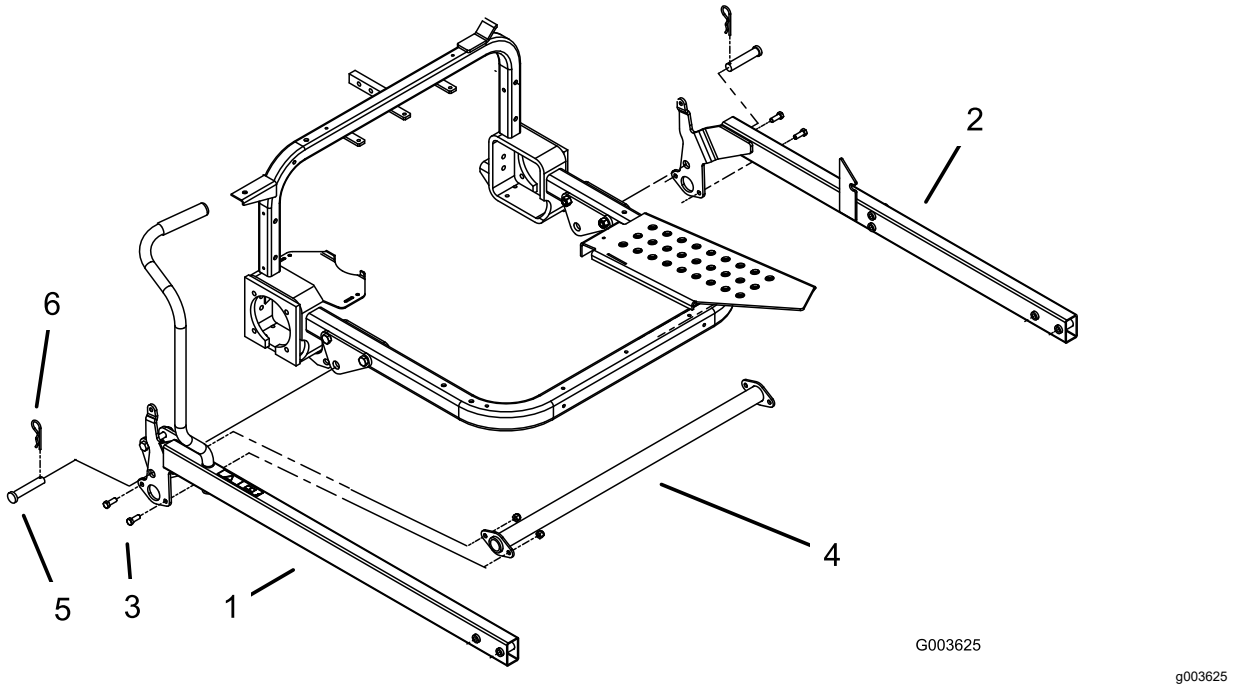

Figura 11
1. Poziionai braele de ridicare astfel încât orificiul de montare al fiecărui bra de ridicare să se alinieze cu orificiile din suporturile de montare (Figura 11).
2. Fixai braul de ridicare din dreapta pe suportul de montare cu un cui spintecat i un tift în formă de agrafă (Figura 11).
3. Instalai, fără a strânge, un capăt al tubului de torsiune pe braul de ridicare din dreapta cu 2 uruburi (⅜ x 1") i contrapiulie (⅜"); consultai Figura 11.
4. Fixai braul de ridicare din stânga pe suportul de montare cu un cui spintecat i un tift în formă de agrafă (Figura 11).
5. Instalai, fără a strânge, celălalt capăt al tubului de torsiune pe braul de ridicare din stânga cu 2 uruburi (⅜ x 1") i contrapiulie (⅜"); consultai Figura 11.
4. Strângei uruburile i piuliele care fixează capetele tuburilor de torsiune de braele de ridicare (Figura 11).